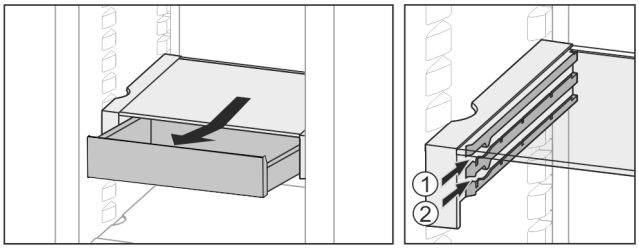

Fig. 21
▶ На любой высоте *Fig. 21 (1)* или *Fig. 21 (2)* вставить.